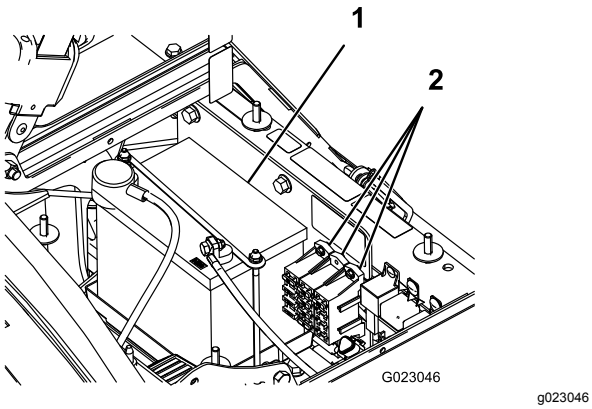

Figur 46
Det finns två säkringsblock och en tom plats i elsystemet. Dessa är belägna under sätet (Figur 46).
2. Batteriet sitter bakom pumpen på maskinens högra sida (Figur 46).
5. Ta bort batterihållaren och fästelementen (Figur 46).
2. Montera batterihållaren och fäst den med fästelementen som du tog bort tidigare (Figur 46).
4. Montera batterikåpan och fäst den med de båda rattarna (Figur 46).
1. Lossa på rattarna på sidorna av batterilådan och ta bort batterikåpan (Figur 46).